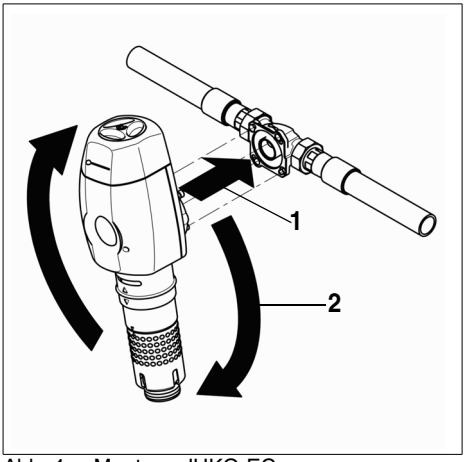

Abb. 4: Montage JUKO-EC
– Die Köpfe der vier Flanschschrauben M6 x 25 in die Bajonettbohrungen am Einbaudrehflansch stecken (siehe Abb. 4).
– Die Hauswasserstation im Uhrzeigersinn bis zum Anschlag drehen (siehe Abb. 4).